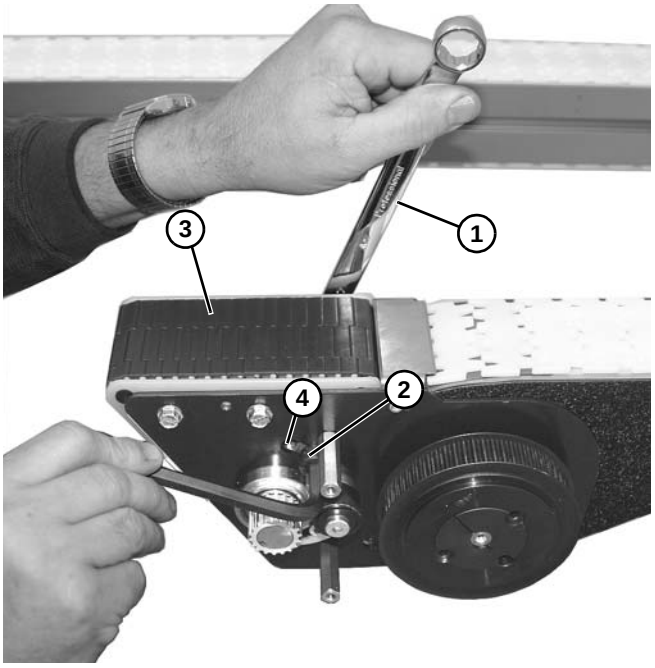

Figure 104
5. While holding onto nut with a wrench **(Figure 104, item 1)** loosen socket head screw **(Figure 104, item 2)** to loosen tension on belt **(Figure 104, item 3)**.
6. Slide assembly within slot **(Figure 104, item 4)** to remove tension on belt.